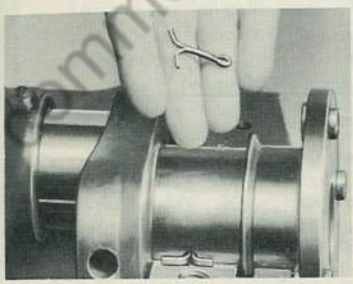

Fig. 37 Use of Cotter Pin for Tight Bearing Removal
3. Remove upper half of bearing by rotating crankshaft and tapping plain edge of bearing lightly to start it rolling around shaft. If bearing is tight, bend the two ends of a cotter pin to form a "T" and place head of cotter pin in oil hole in shaft (Fig. 37). Rotate shaft to remove bearing.